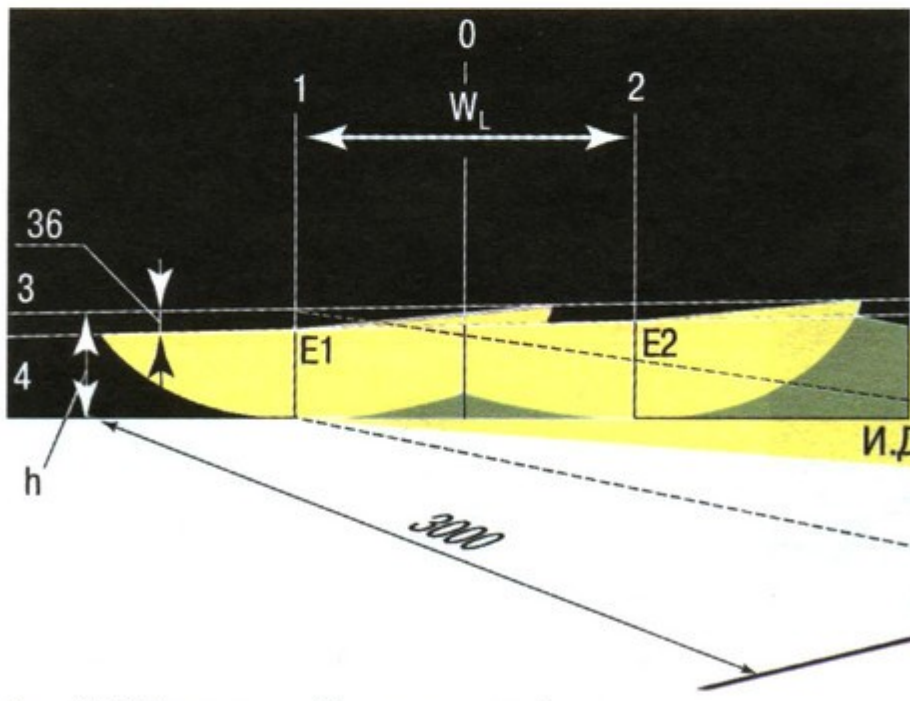

Рис. 10.9. Регулировка ближнего света фар
2. Установите автомобиль перпендикулярно гладкой стене (например, в гараже) на расстоянии 3 м. Положите на сиденье водителя дополнительный груз массой 75 кг. Разметьте на стене экран, как показано на рис. 10.9. Продольная плоскость симметрии автомобиля должна проходить по линии **0** на экране. Качните автомобиль сбоку, чтобы самоустановились пружины подвесок.
Вращая регулировочный винт, добейтесь, чтобы верхние границы световых пятен находились на линии **4** (см. рис. 10.9) или чуть ниже.